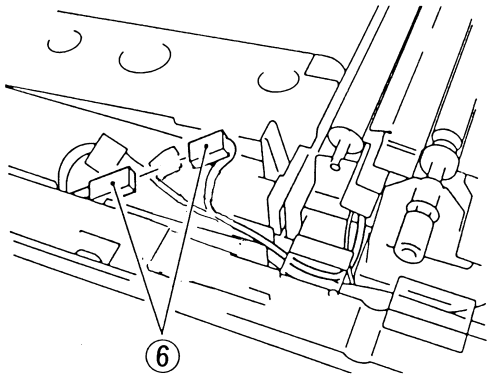

Figure 10-230
9) Connect the connector ⑥ as shown in Figure 10-230.